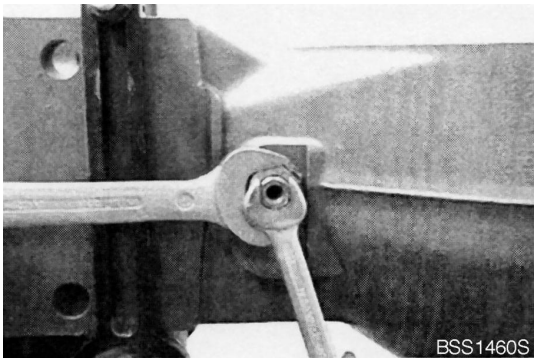

Figure 144
6. Fasten brake tube using hex nut and union nut (Figure 144).